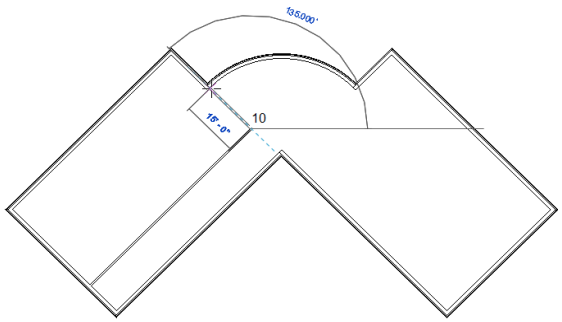

Figure 3-71 *Sketching the second interior wall*
5. Start the next wall from the endpoint of the last created wall by clicking on its endpoint. Move the cursor upward toward the left such that it subtends an angle of 135 degrees with the horizontal and reaches the exterior wall displaying the **Nearest** object snap, as shown in Figure 3-71. Click to specify the endpoint of the wall.
6. Similarly, to start the next interior wall, bring the cursor close to the starting point of the last created wall (marked as 10), refer to Figure 3-71. Then, move the cursor away along the centerline of the wall until the temporary dimension appears. When the temporary dimension appears, enter the value **10'0"(3048 mm)** and press ENTER to specify the start point of the wall.